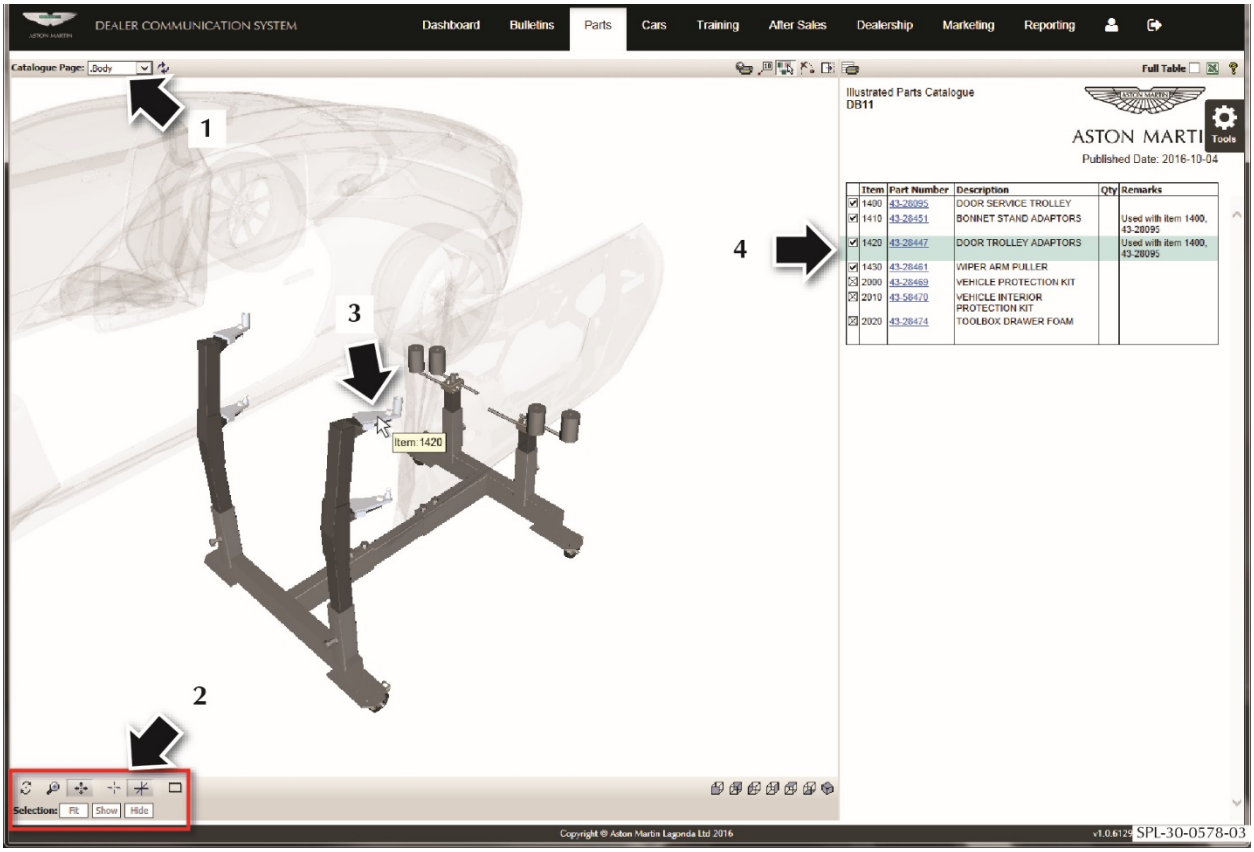

Figure 6
An example of the special tools section of the Parts Manual is shown in Figure 6. The first page will show all of the special tools in their related positions to the vehicle. If you click on the drop-down menu (1), you can choose the tools for a specific area of the vehicle. Use the view buttons (2) to select between rotate, zoom, move and so on. When you hover the mouse cursor over a tool image (3), the tool data will be highlighted (4) in the table at the right of the page. You can also click on the part description and the part in the image will be highlighted yellow. If you double-click on the tool name, the view will zoom in to the image of the tool.